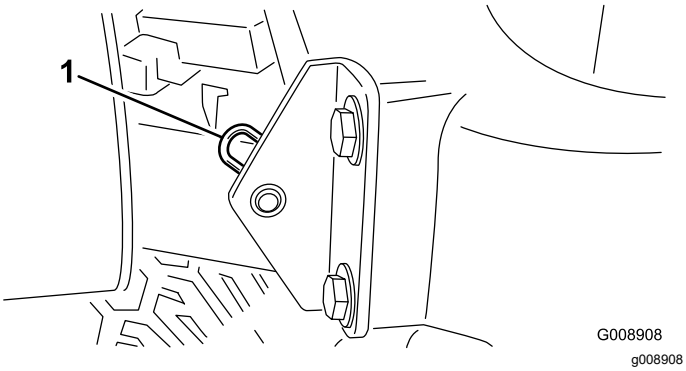

Figur 39
2. Ta bort hårnålssprinten som fäster motorhuvstappen till fästskivorna (Figur 39).